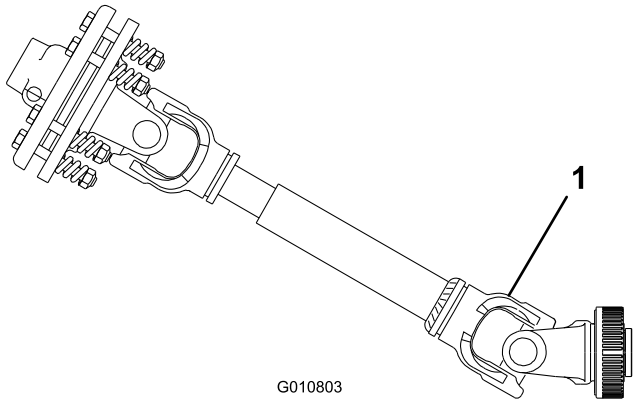

**Rysunek 24**
**Ważne: Podczas podłączania WOM pilnuj, aby nie unieść aeratora wyżej, niż jest to niezbędne. Zbyt wysokie uniesienie maszyny spowoduje pęknięcie jarzem przegubu aeratora (Rysunek 24). Nigdy nie pozostawiaj włączonego napędu WOM, gdy aerator jest uniesiony. WOM może obracać się przy wychyleniu nawet o 25º, kąt wychylenia nie może przekraczać 35º przy uniesieniu w najwyższej pozycji.**